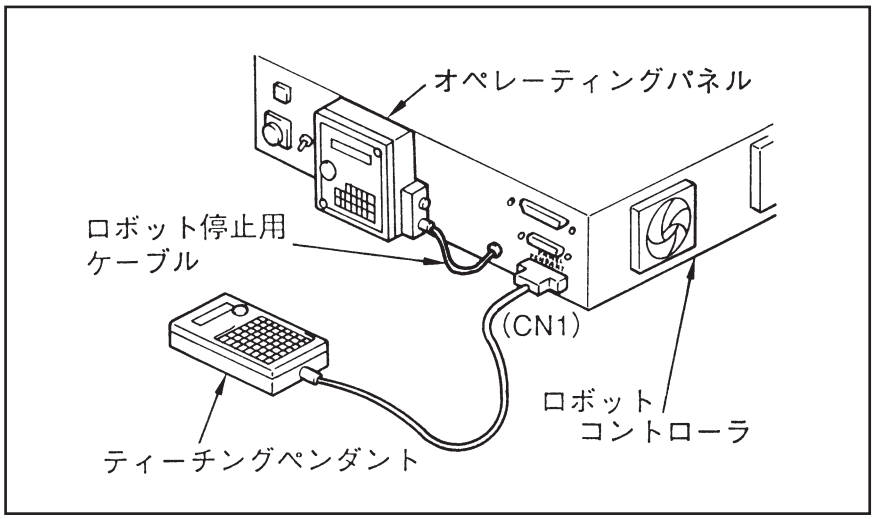

図4－1　ティーチングペンダントの接続
①ロボットコントローラの電源が切れていることを確認してください。（ON状態の場合は、OFFにしてください。）
②図4－1に示すようにロボットコントローラの「PANEL PENDANT」コネクタ（CN1）に接続してあるオペレーティングパネルの通信用ケーブルをはずし、ティーチングペンダントのケーブルを接続してください。